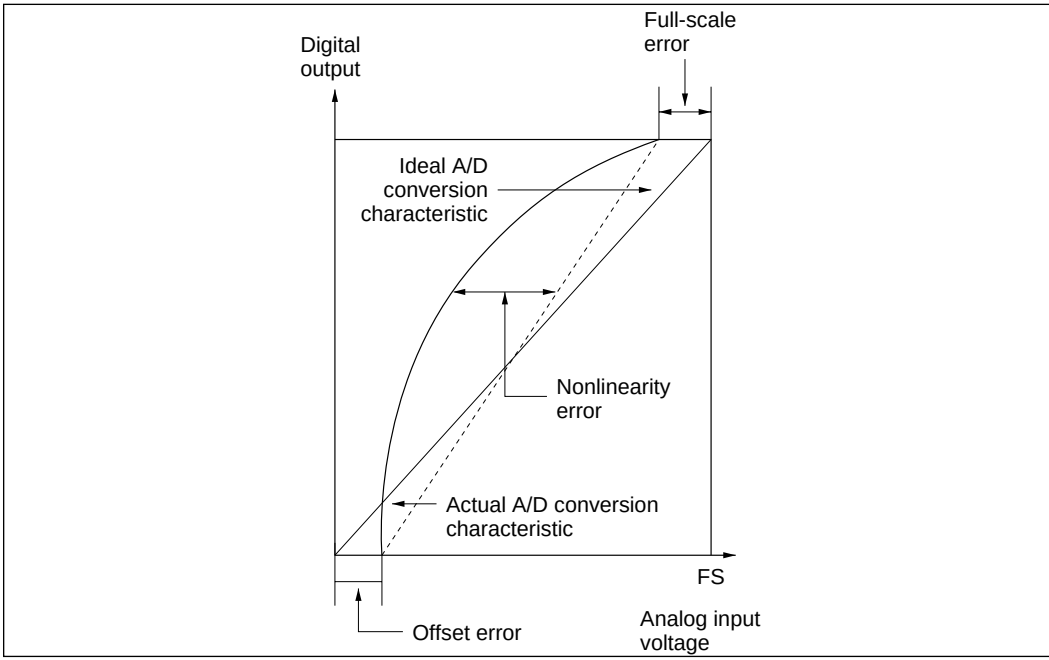

Figure 14-10 A/D Converter Accuracy Definitions (2)
- Offset error: .....Deviation from ideal A/D conversion characteristic of analog input voltage required to raise digital output from minimum voltage value 0000000000 to 0000000001 (figure 14-10)
- Full-scale error:.....Deviation from ideal A/D conversion characteristic of analog input voltage required to raise digital output from 1111111110 to 1111111111 (figure 14-10)